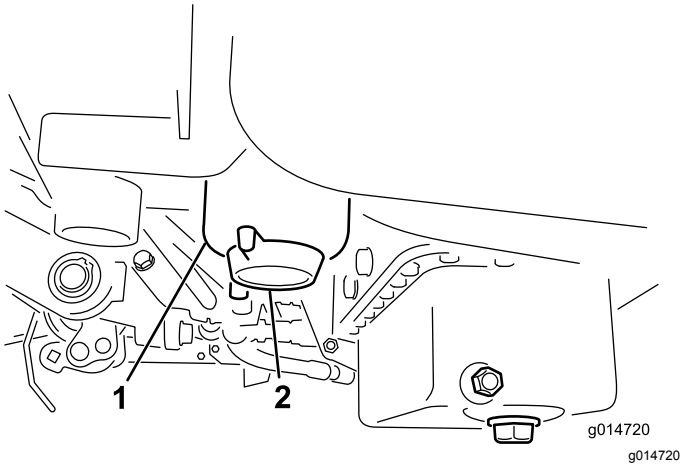

Figur 35
3. Öppna avtappningspluggen på bränslefiltret cirka ett varv och töm ut eventuellt ansamlat vatten (Figur 35).